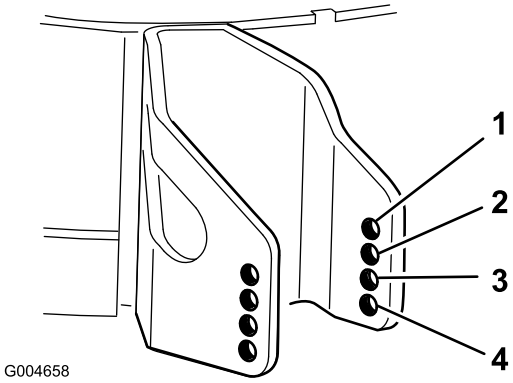

**Figur 23**
4. Välj ett hål så att antiskalvalsen befinner sig så nära den önskade klipphöjden som möjligt (Figur 23).